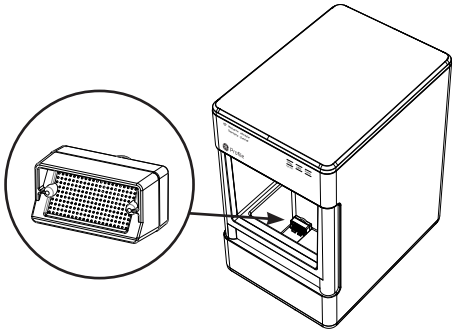

Figure 1
2. Retirez le filtre à eau (si présent) et remplacez-le par le capuchon d'admission grillagé du réservoir. Voir la Figure 1.